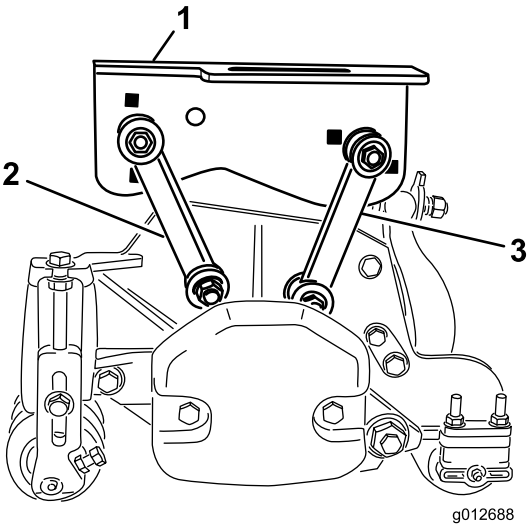

Figur 17
- Fastgør de forreste monteringsled til den midterste bærerammes huller med en bolt (3/8 x 2-1/4 tommer), 2 flade spændeskiver og en låsemøtrik som vist i Figur 17. Placer en spændeskive på hver side af leddet, når det monteres. Tilspænd fastgørelsesanordningerne til 42 Nm.
- Fastgør de bageste monteringsled til den midterste bærerammes huller med en bolt (3/8 x 2-1/4 tommer), 2 flade spændeskiver og en låsemøtrik som vist i Figur 17. Placer en spændeskive på hver side af leddet, når det monteres. Tilspænd fastgørelsesanordningerne til 42 Nm.